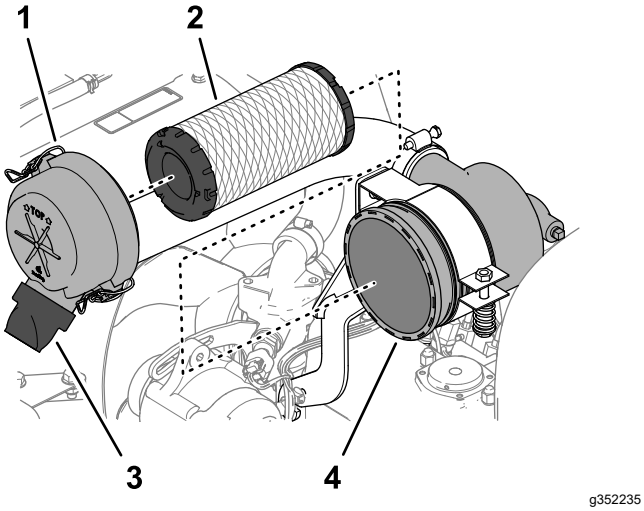

Figuur 76
3. Maak de sluitingen los waarmee het deksel van het luchtfilter is bevestigd aan het luchtfilterhuis (Figuur 76).
6. Verwijder het filterelement (Figuur 76).
7. Verwijder de rubberen uitlaatklep (Figuur 76) van de vuiluitlaat van het luchtfilterdeksel.